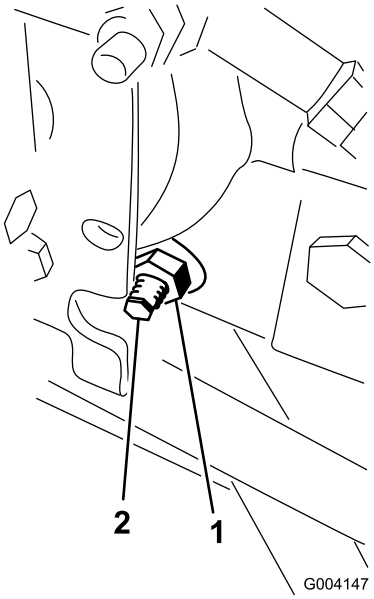

Figur 64
3. Lossa låsmuttern på hjuldrivningens justeringskam på höger sida av hydrostaten (Figur 64).